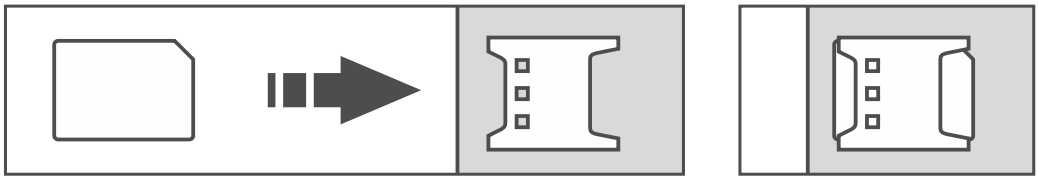

Рис. 7. Способ установки карты nano-SIM.
3. Вставьте SIM-карту / SIM-карты в держатель (рис. 7).